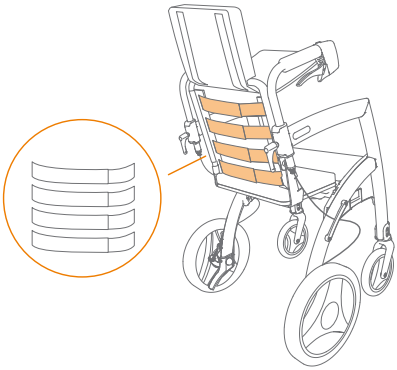

Abbildung 45: Lockerer für mehr Sitztiefe.
c. Verstellen Sie die Bänder, indem Sie das Klettband abziehen und in der gewünschten Einstellung **(Abbildung 45)** wieder befestigen.